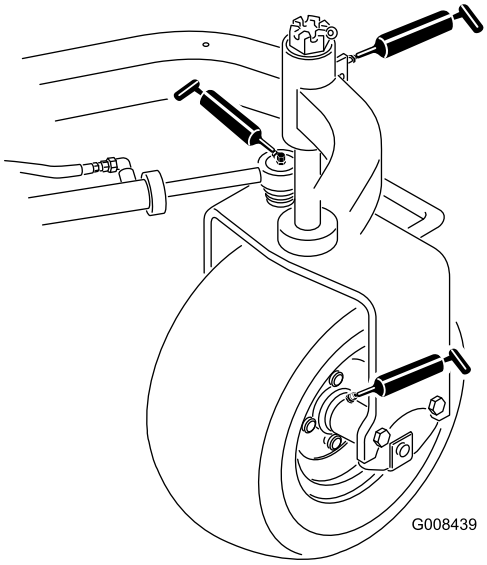

Figur 34
- Bakre hjulnav (ett) (Figur 34)
- Styrehjulslager (ett) (Figur 34)
- Styresylinder (to) (Figur 34)